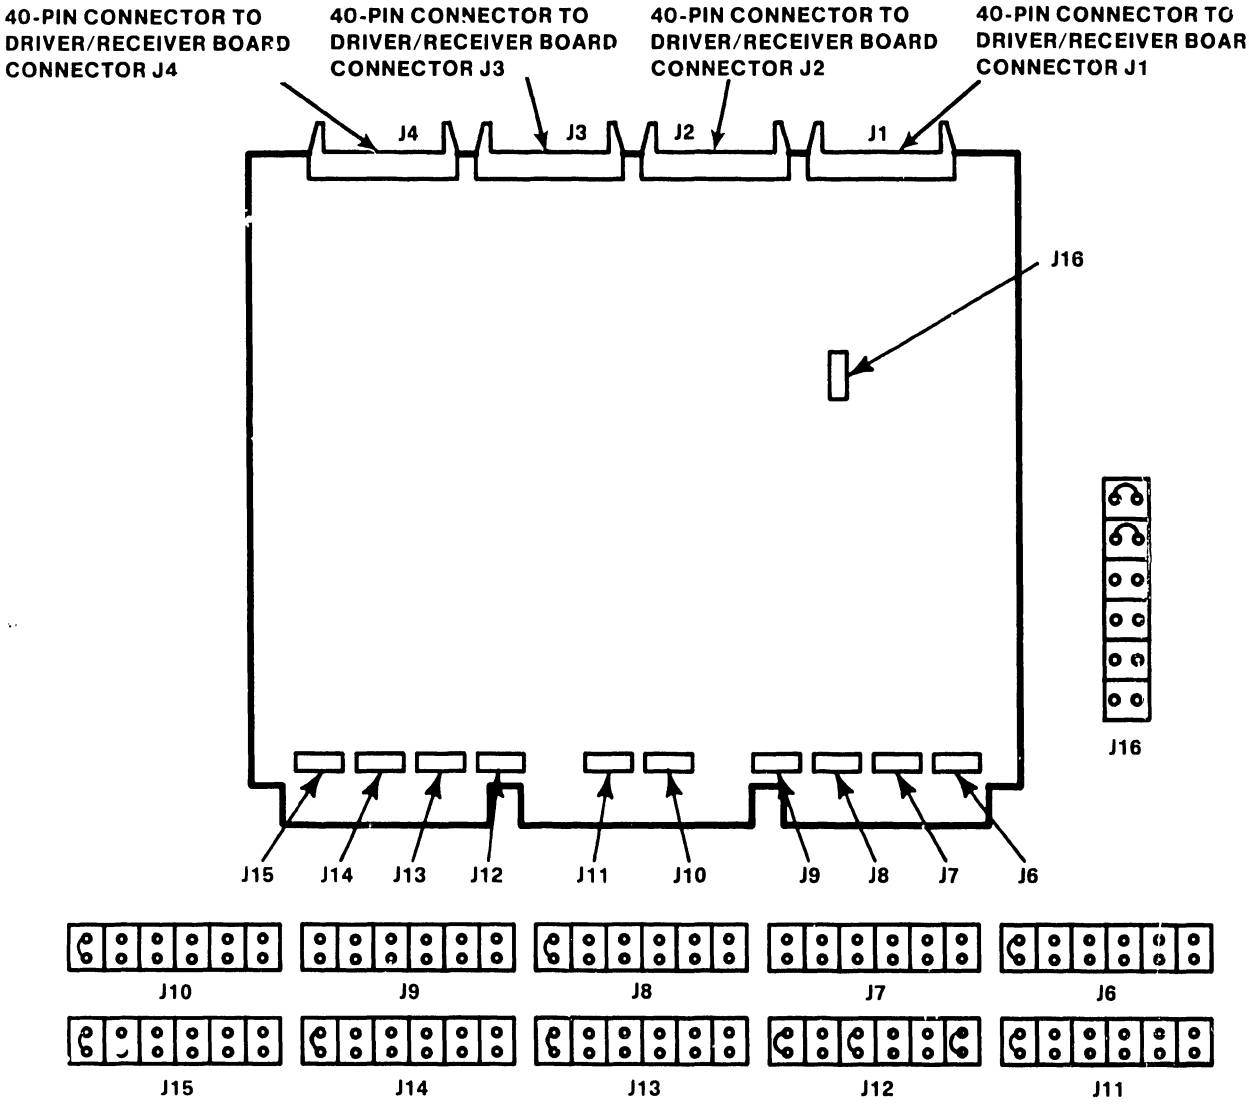

Figure 7-19. Async Device Controller (210-9355) Jumper Locations/Positions
3) After checking jumper locations/positions (figure 7-19), install the new Async Device Controller into the card cage.